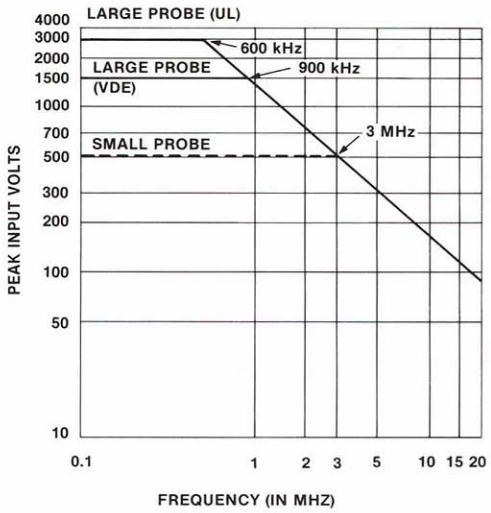
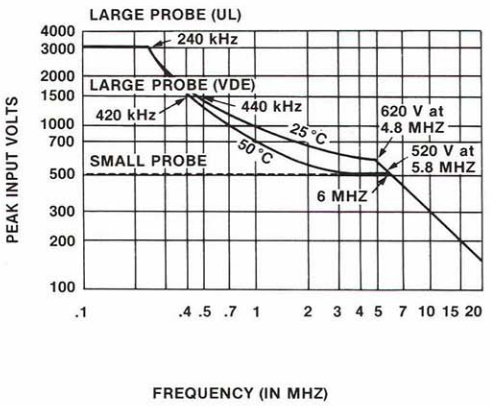

*Figure 1. Maximum working voltage between probe input and probe common (all temperatures).*
*Figure 2. Maximum working voltage between probe common and earth ground.*
**Large Probe (UL is 3000 V, VDE is 1500 V)** — Probe Center Tip to Earth Ground: UL is 3000 V, VDE is 1500 V (dc + peak ac). Probe Center Tip to Probe Common: UL is 3000 V, VDE is 1500 V (dc + peak ac) to 900 kHz. See Figure 1 for voltage derating above 900 kHz. Probe Common to Earth Ground: UL is 3000 V, VDE is 1500 V (dc + peak ac) to 420 kHz. See Figure 2 for voltage derating above 420 kHz.
**Small Probe (500 V)** — Probe Center Tip to Earth Ground: 500 V (dc + peak ac). Probe Center Tip to Probe Common: 500 V (dc + peak ac) to 3 MHz. See Figure 2 for voltage derating above 3 MHz. Probe Common to Earth Ground: 500 V (dc + peak ac) to 6 MHz. See Figure 2 for voltage derating above 6 MHz.